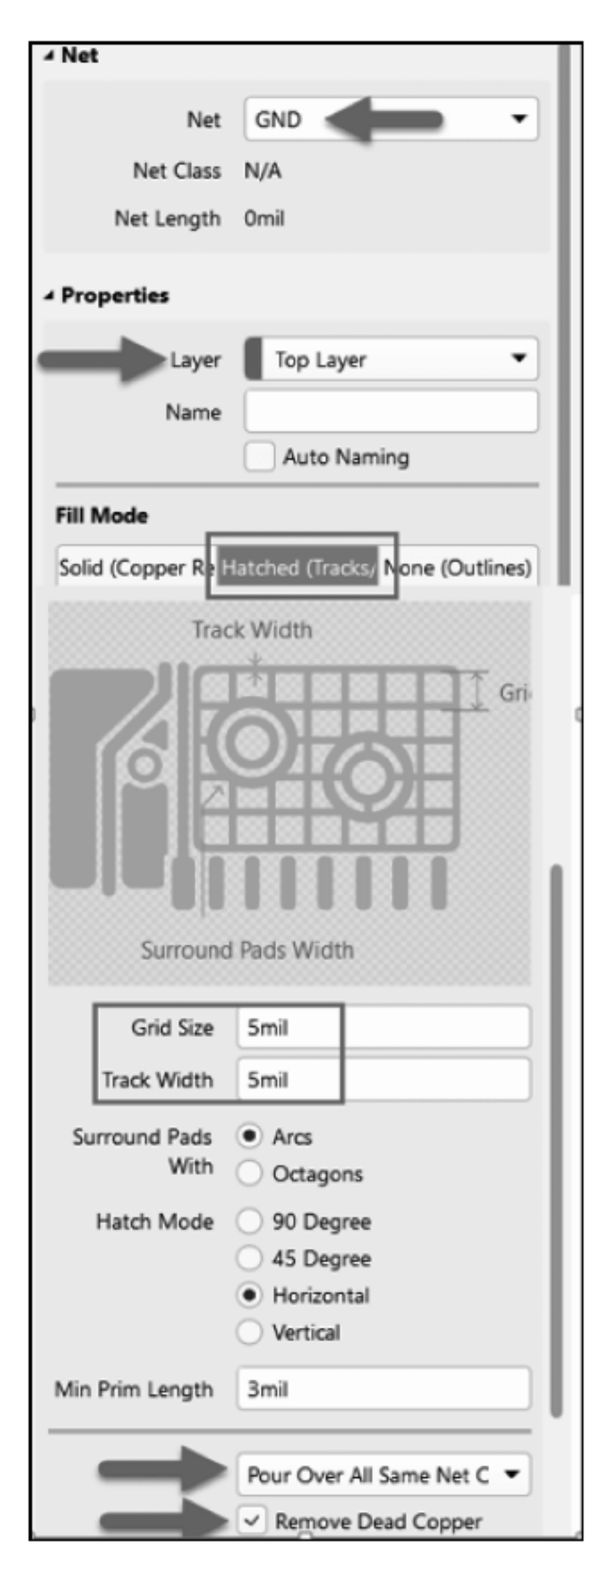
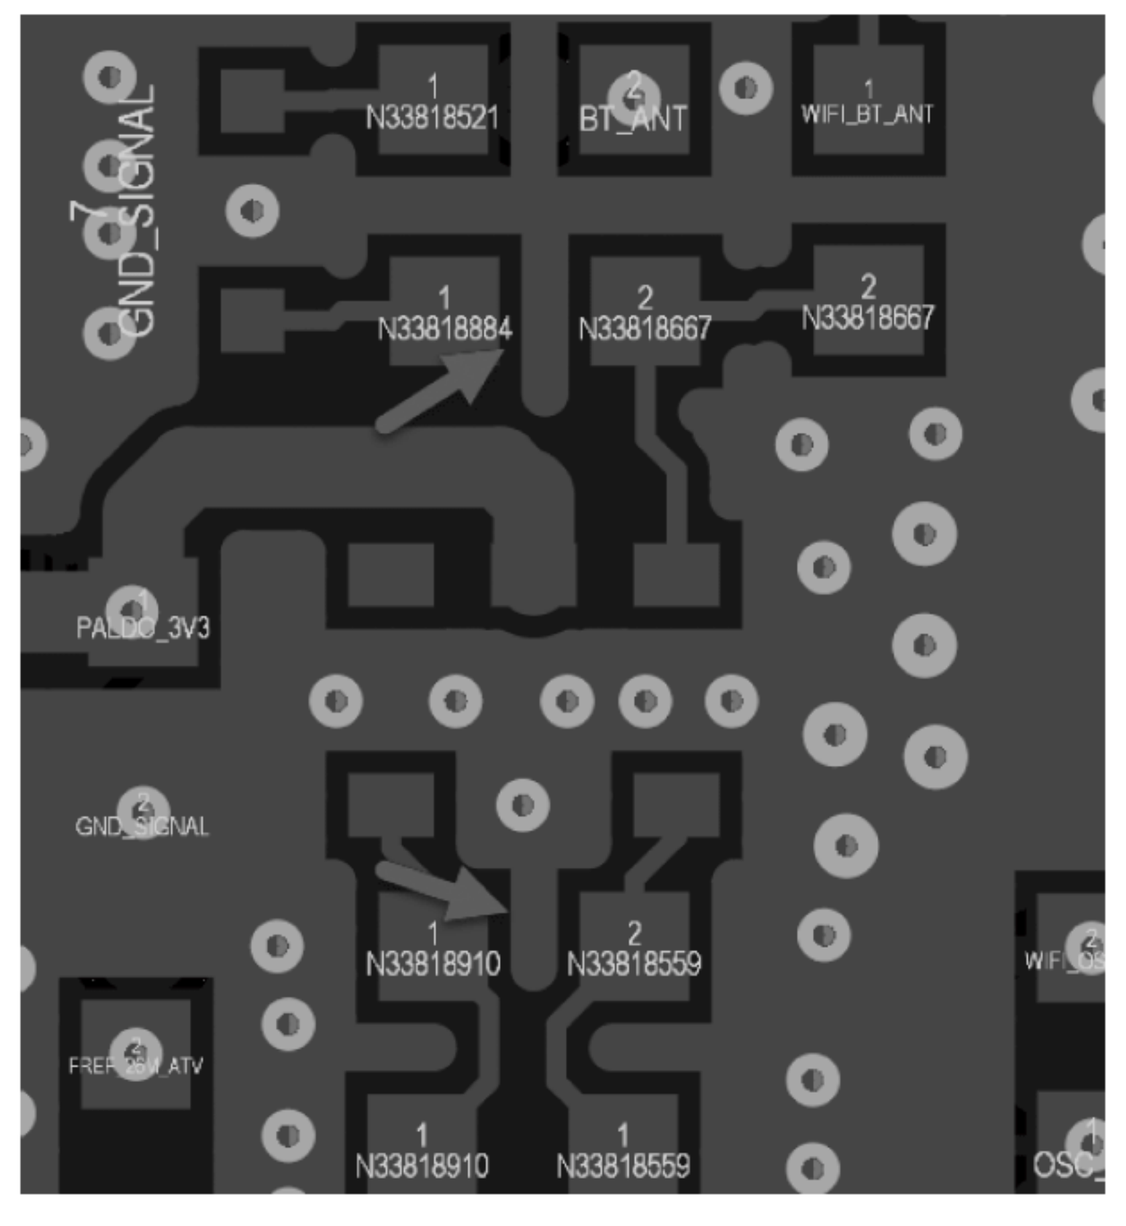

图 7-40 “铺铜属性”对话框
图 7-41 尖岬铜皮
(1) 按快捷键 P+G,光标会变为十字形状,然后按 Tab 键,打开“铺铜属性”编辑对话框,选择 Hatched(Tracks/Ares)动态铺铜方式(铺铜方式可根据自身需求选择),并且设置铺铜属性,如图 7-40 所示。
(2) 设置相关属性后,按 Enter 键,沿着板框画出闭合的外框,之后右击,即可自动生成铺铜。
(3) 铺铜完成之后,板中可能会存在尖岬铜皮,如图 7-41 所示。尖岬铜皮会对信号产生一定的干扰,可放置“多边形铺铜挖空”将其挖空。